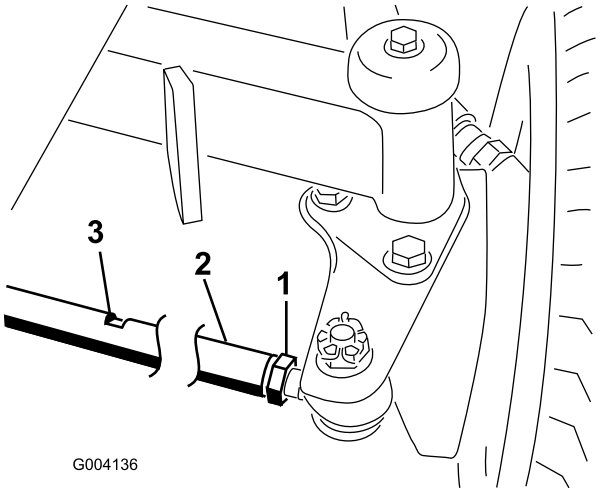

Figur 62
2. Løsne låsemutteren på begge ender av parallellstaget (Figur 62).